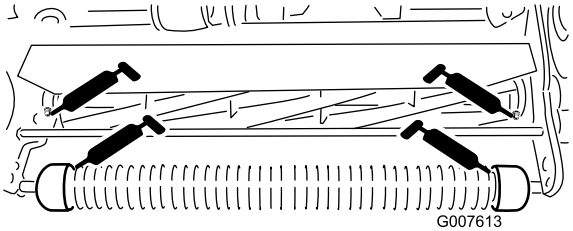

**Rysunek 17**
- 2 na przedniej rolce (Rysunek 17)
- 2 na tylnych łożyskach (Rysunek 17)